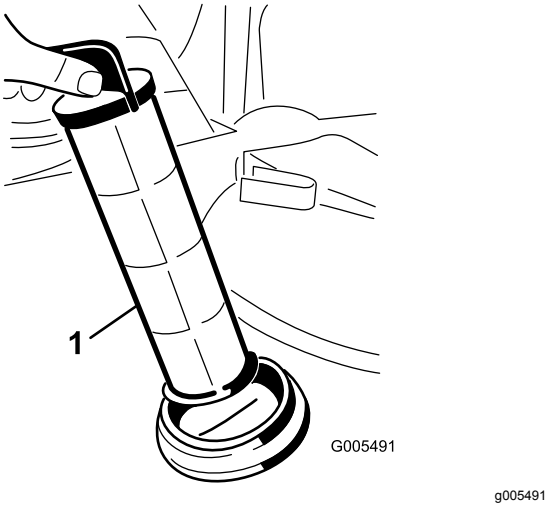

**Рисунок 17**
4. Извлеките сетчатый фильтр линии всасывания из его корпуса в баке (Рисунок 17).